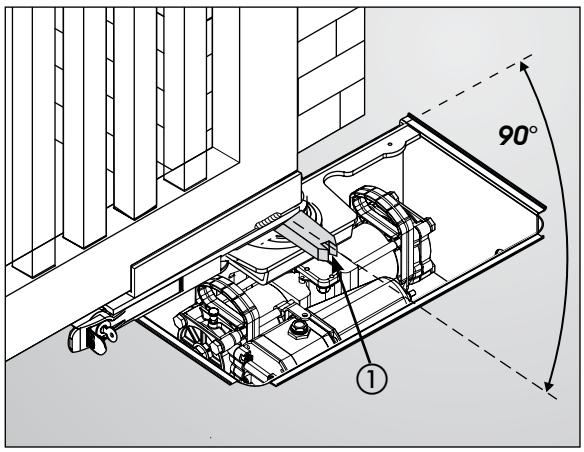

Fig.20
12) Take the released gate into open position, making sure that the released part freed from the gate **remains in the gate closed position as shown in Fig.20 ref.** ①.